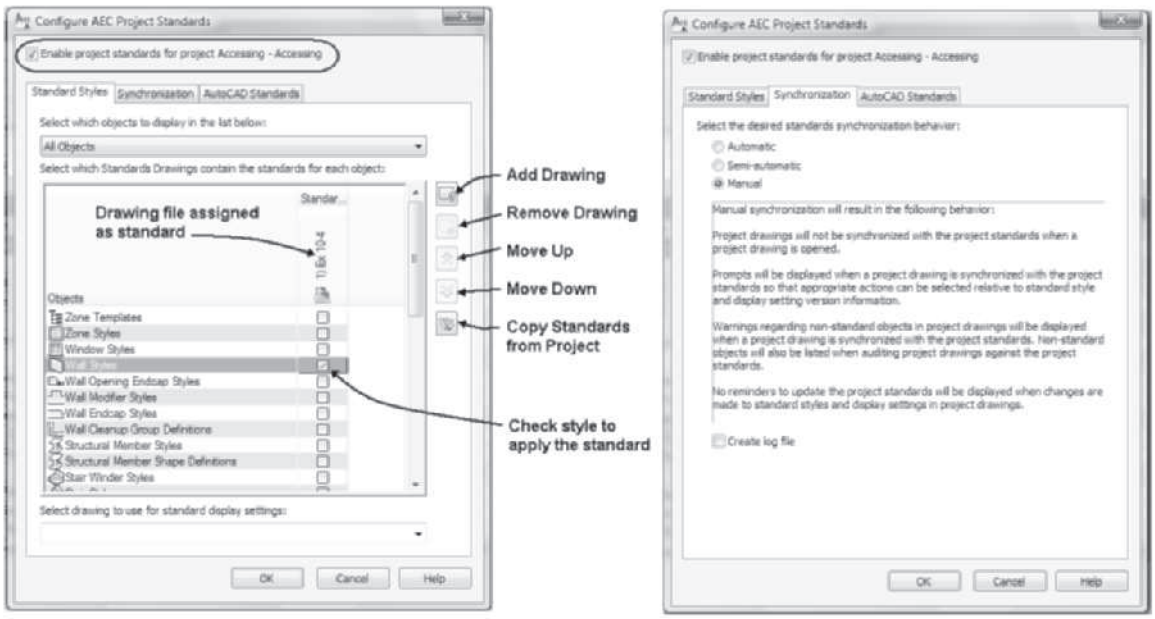

FIGURE 10.37 *Synchronization tab of Configure AEC Project Standards*
2. Click the Add Drawing button as shown at the right in Figure 10.37. Select the standard drawing identified in step 1 from the Select Standards Drawing dialog box. The drawing may reside within the project folder *Standards\Content* or at a location within a network.
3. The drawing specified is listed in the Standards Drawings column shown in Figure 10.37. Select the header of the drawing column, right-click, and choose Select Column to specify all styles of the drawing to serve as a standard.
4. Select the Synchronization tab and choose the synchronization behavior as shown in Figure 10.37.